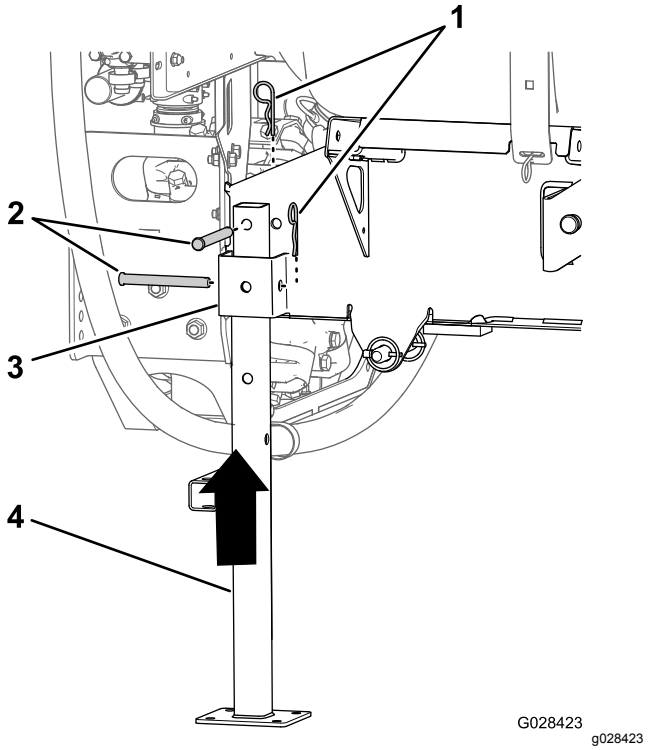

Figur 131
5. Rett inn bakre jekkstøtte med bakre jekkstøttemottaker (Figur 131).
6. Rett inn hullet på toppen av jekkstanden med hullet i tankens glideramme (Figur 131).
7. Fest jekkstøtten til mottakeren og rammen med to splittpinner (½ x 4½ tommer) og to hårnåler (5/32 x 2⅝ tommer), som vist i Figur 131.